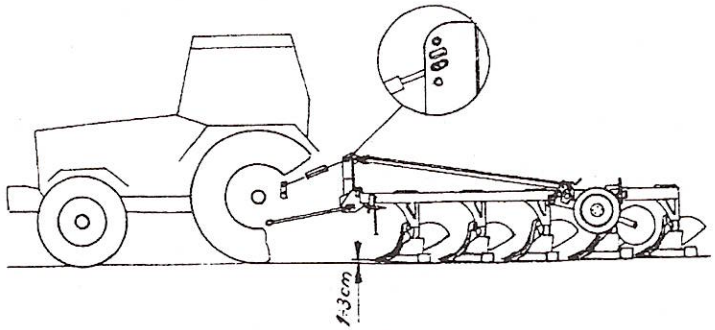

Rys. 5
- Połącz górny łącznik ciągnika z otworem wieszaka za pomocą sworznia i zabezpiecz przetyczką. W czasie orki punkt zaczepienia górnego łącznika na pługu powinien być wyżej umieszczony niż punkt przyłączenia łącznika na ciągniku **(Rys.5)**.
ZAPAMIĘTAJ – Jeśli, górny łącznik połączony jest z otworem wzdłużnym wieszaka, to sworzeń łącznika musi przylegać z przodu do otworu podłużnego (Rys.5) przy naprężonym łączniku – wówczas obciążenie jest przenoszone z pługa na ciągnik. Mniejszy jest poślizg i zużycie paliwa.